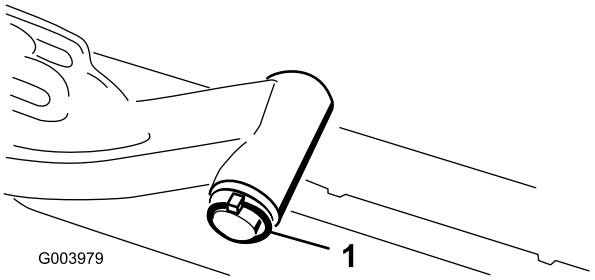

Figur 8
A. Ta bort hjulsprinten och brickan som håller fast lyftarmens svängaxel på lyftarmen, och skjut ut lyftarmens svängaxel ur lyftarmen (Figur 8).
C. Sätt i lyftarmens axel i lyftarmen och fäst den med brickan och hjulsprinten (Figur 8).